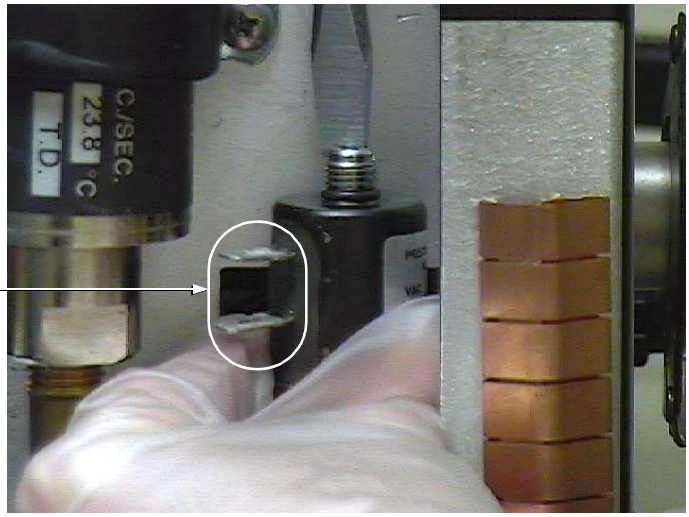

Figure 4-19 Coil and Plunger Assembly Replacement
5. Being careful not to scratch the valve block, insert a long slotted screwdriver through the top of the leak detector down to the slotted post (Figure 4-19) on the top of the coil and plunger assembly.
6. Hold the coil in place with one hand so it doesn't spin, position the coil so that the terminals are angled out (Figure 4-19) to receive the power connections, and turn the post using the screwdriver until the plunger assembly is secured.